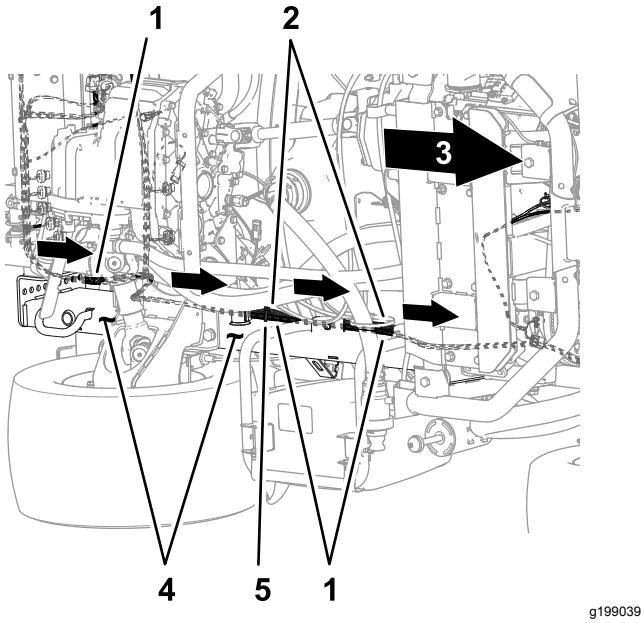
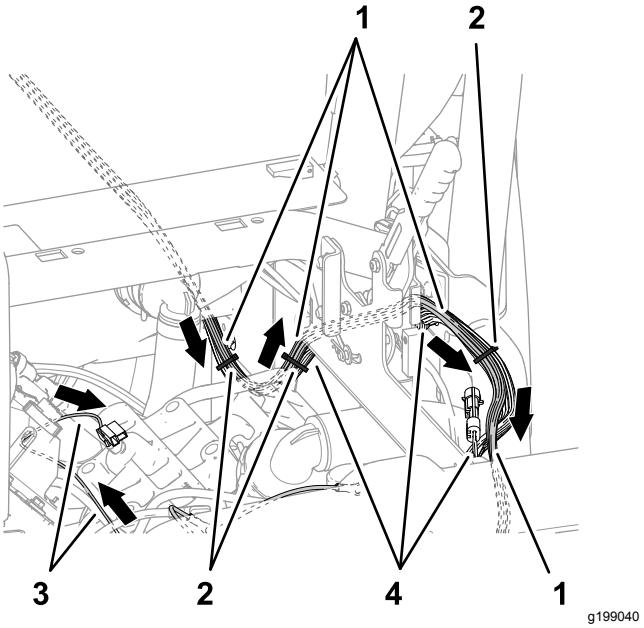
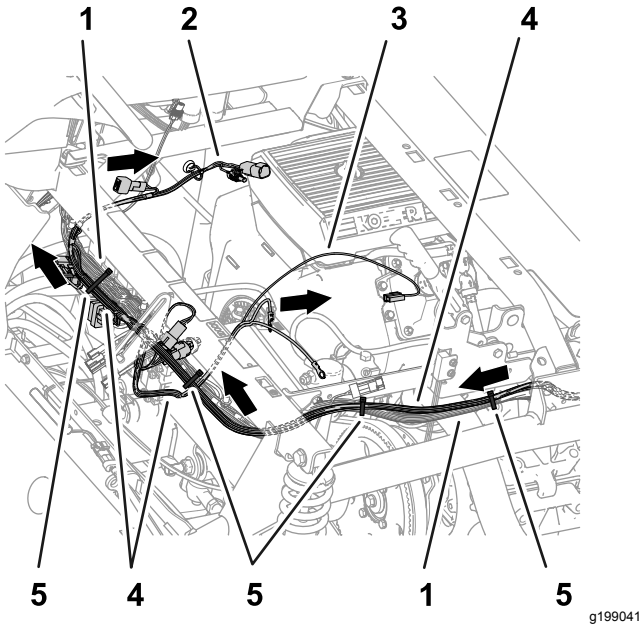

Figur 80
Figur 81
Figur 82
3. Før afgreningsledningerne fra sættets ledningsnet på hhv. 84 cm, 60 cm og 66 cm fremad langs den venstre stelkanal (Figur 79 og Figur 80).
4. Før afgreningsledningerne fra sættets ledningsnet på hhv. 84 cm, 60 cm og 66 cm til maskinens venstre side langs maskinens ledningsnet uden på parkeringsbremseenheden (Figur 81).
5. Før afgreningsledningerne fra sættets ledningsnet på hhv. 84 cm, 60 cm og 66 cm hen over stødstøtterøret som vist i Figur 82.
6. Fastgør sættets ledningsnet til maskinens ledningsnet som vist i Figur 80, Figur 81 og Figur 82.